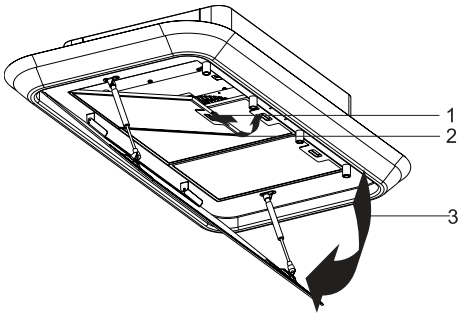

Abb. 40: Einsetzen des Metallfettfilters
11. Legen Sie den Metallfettfilter in das Gerät und öffnen Sie den Filterverriegelung (Abb. 40/1)
12. Setzen Sie den Metallfettfilter ein (Abb. 40/2)
13. Schließen Sie den Seitenabzugglas (Abb. 40/3).